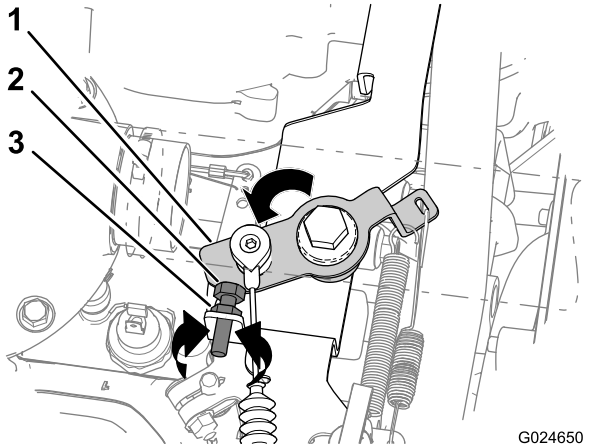
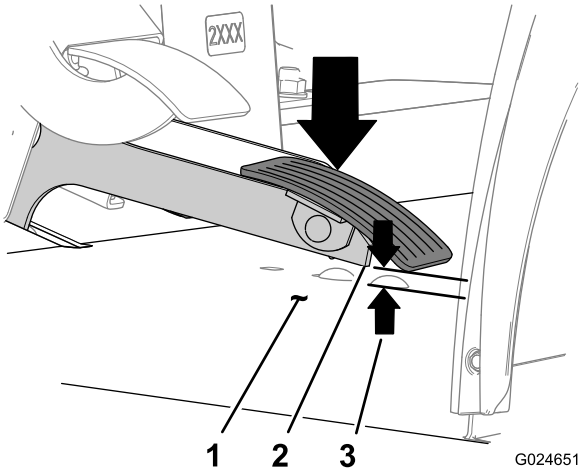

Figur 85
Figur 86
2. Brug hånden til at flytte vinkelarmen til gasregulatoren mod hurtigtomgangsstoppet (Figur 85).
A. Løsn kontramøtrikken, der fastgør hurtigtomgangsstoppet (Figur 85).
- Med uret for at reducere motorens omdrejningstal (Figur 85).
- Mod uret for at øge motorens omdrejningstal (Figur 85).
C. Stram kontramøtrikken (Figur 85).
D. Flyt vinkelarmen mod hurtigtomgangsstoppet (Figur 85).
1. Flyt vinkelarmen mod hurtigtomgangsstoppet, og hold den mod stoppet (Figur 85).
2. Mål afstanden mellem gaspedalen og gulvet under pedalen (Figur 86).
3. Hvis afstanden mellem gaspedalen og gulvet (Figur 86) er større end eller mindre end 6,35 mm, skal du gå gøre følgende, mens vinkelarmen holdes mod hurtigtomgangsstoppet (Figur 85):